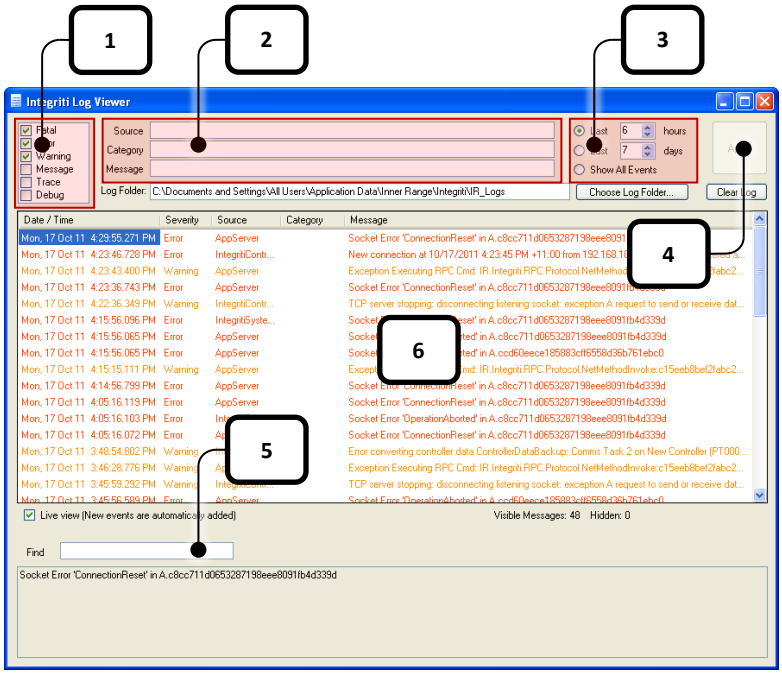

Figure 106
1. Ensure the Error checkbox is ticked. Un-tick the other checkboxes. (*Figure 106*)